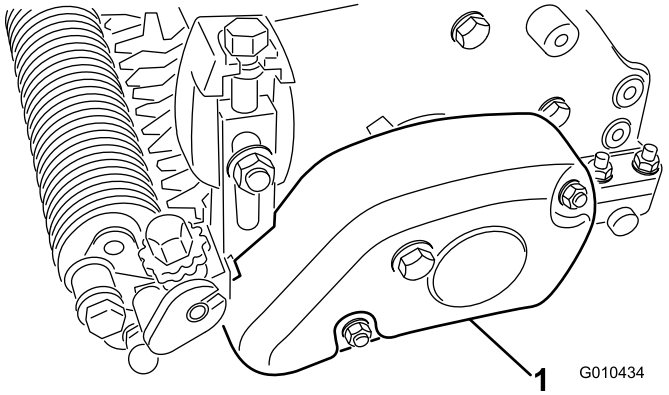

Figuur 28
1. Verwijder de riemkap van de groomerbehuizing (Figuur 28).